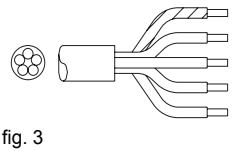

fig. 3
- (fig. 3) Bij 3N~ 400V (5 aderige kabel).